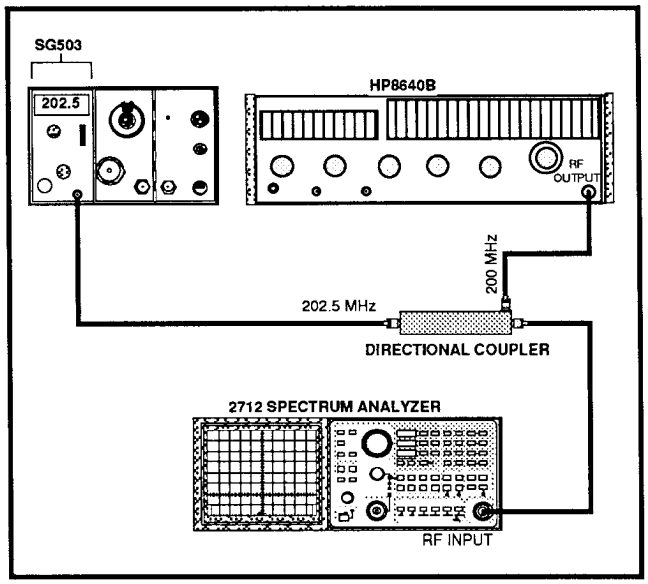

Figure 3-3. 1dB Compression Point Test
b. Connect the test equipment as shown in Figure 3-3.